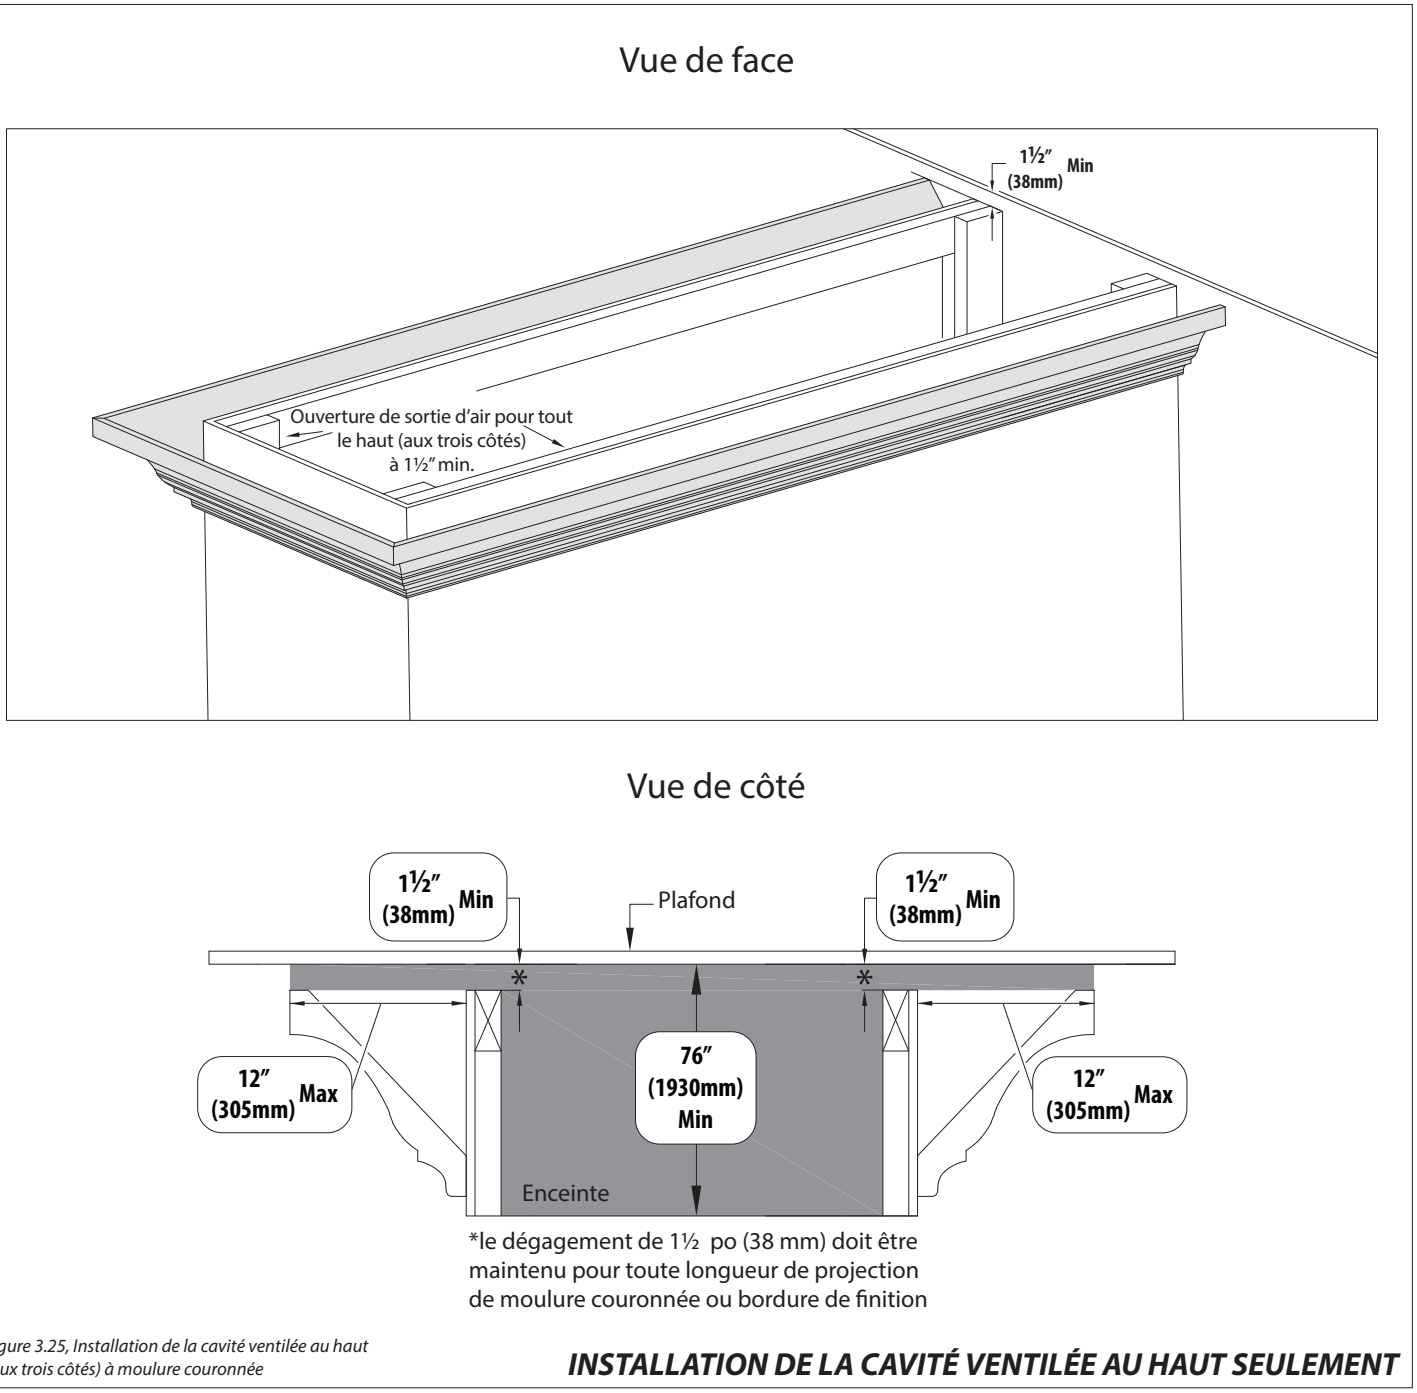

Figure 3.25, Installation de la cavité ventilée au haut (aux trois côtés) à moulure couronnée
- La Figure 3.25 montre l'installation d'une moulure couronnée (ou bordure de finition similaire) allant jusqu'au bord de l'ouverture de sortie d'air. 12 po (305 mm) est la longueur maximale de projection de moulure couronnée ou de bordure de finition, et vous devez maintenir un dégagement de 1-1/2 po (38 mm) pour toute la longueur de moulure couronnée ou de bordure de finition. Cette moulure ou bordure ne doit pas réduire la surface d'ouverture minimale exigée.